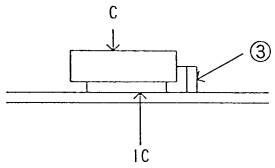

Figure 2 Installing capacitor, covers
Place product ③ on the leads and install the capacitor covers over IC2, IC6, IC7, IC13, IC17, IC18, IC24, and IC25 as shown in Figure 2.